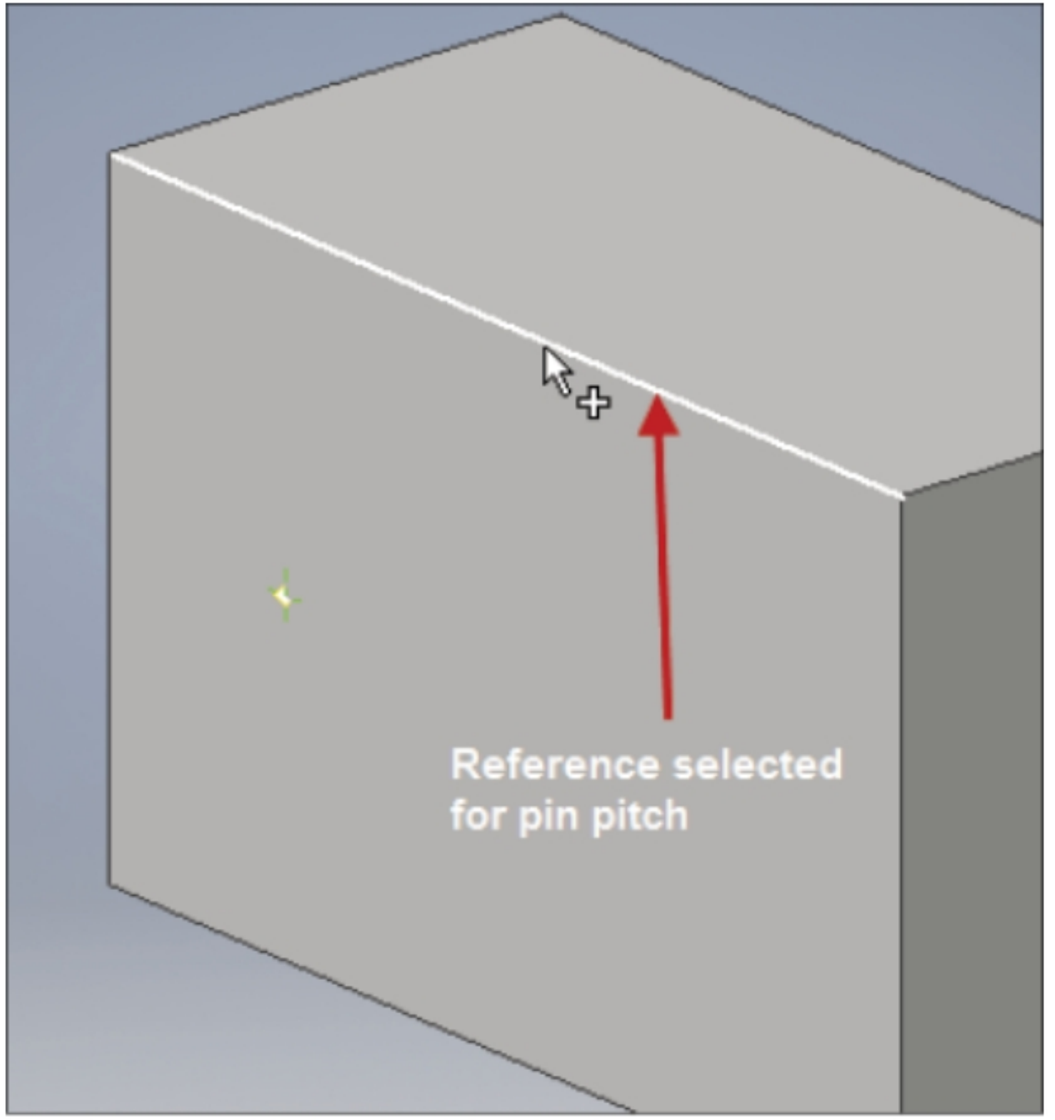

Figure-29. Reference selected for pin pitch
- Select a reference like in Figure-29. You can flip direction of pin pitch by using the **Flip** button next to **Select reference** button.